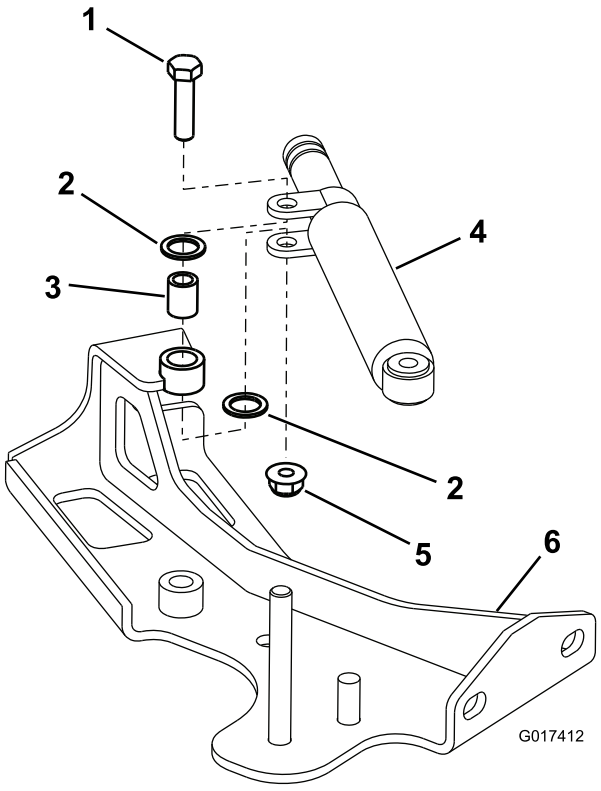
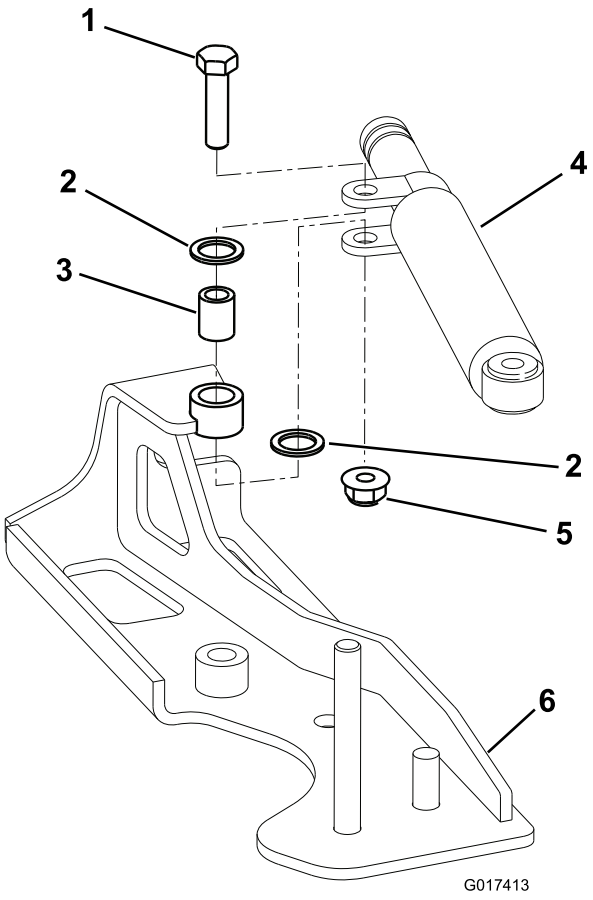

Figura 1
Figura 2
Nota: Aplique lubricante Never Seez (Pieza Toro Nº 505-181) en el casquillo del pivote (Figura 1 o Figura 2).
2. Instale el amortiguador en el soporte de cable nuevo según se muestra en Figura 1 o Figura 2.